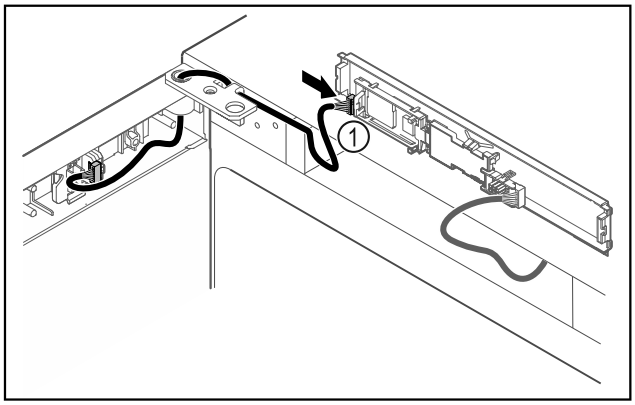

Fig. 39
▶ Introduceți fișa *Fig. 39 (1)* la placa electronică.